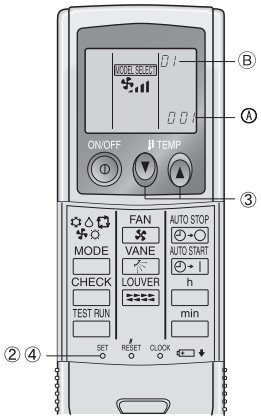

Fig. 6-8
2) Ajuste automático de la velocidad del ventilador (Para el controlador remoto inalámbrico por infrarrojos) (Fig. 6-8)